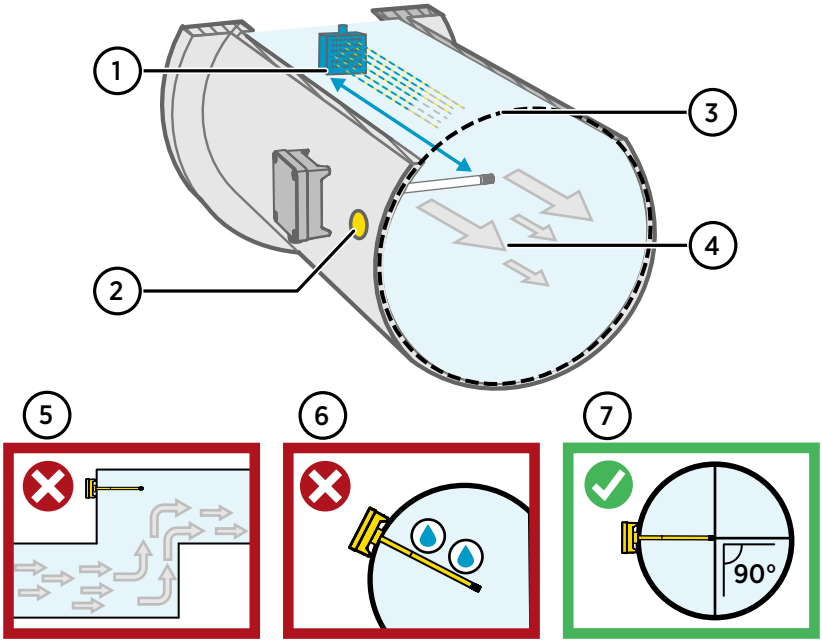

Figure 9 Duct mounting overview
4. Optional: Drill a second hole for reference measurements approximately 30 cm (12 in) from the transmitter installation hole. See Figure 9 (page 17).
The reference transmitter should be inserted approximately 30 cm (12 in) from the HMD60 probe's installation hole, towards the direction of the air flow. See Figure 9 (page 17).